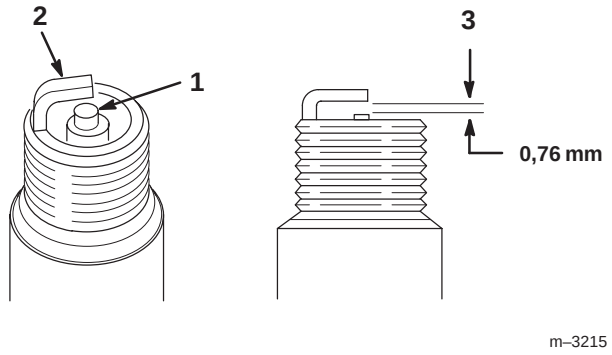

Bild 23
1. Sehen Sie sich die Mitte beider Zündkerzen an (Bild 23). Wenn der Kerzenstein hellbraun oder grau ist, ist der Motor richtig eingestellt. Eine schwarze Schicht am Kerzenstein weist normalerweise auf einen schmutzigen Luftfilter hin.
2. Prüfen Sie den Abstand zwischen den mittleren und seitlichen Elektroden (Bild 23).
3. Verbiegen Sie die seitliche Elektrode (Bild 23), wenn der Abstand nicht stimmt.